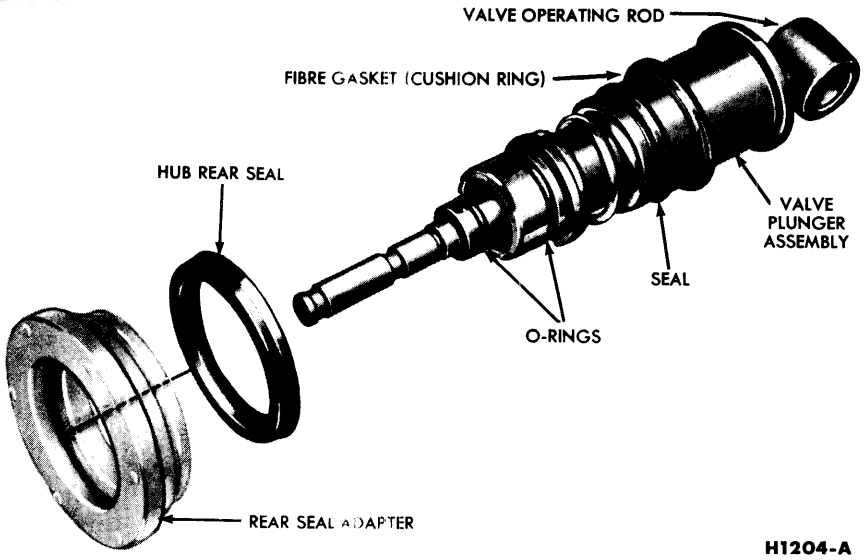

FIG. 9—Valve Operating Rod, Plunger and Rear Seal
1. Remove the hub rear seal adapter from the valve plunger assembly, and remove the seal from the adapter (Fig. 9).
2. Remove the O-rings, the seal and the fibre gaskets from the valve plunger (Fig. 9).
2. Install the fibre gaskets, the plunger seal, and the O-rings to the valve plunger assembly (Fig. 9).
3. Install the valve hub rear seal in the adapter assembly with the sealing lip toward the rear, then slide the adapter assembly onto the valve plunger with the small diameter end of the hub toward the rear (Fig. 9).